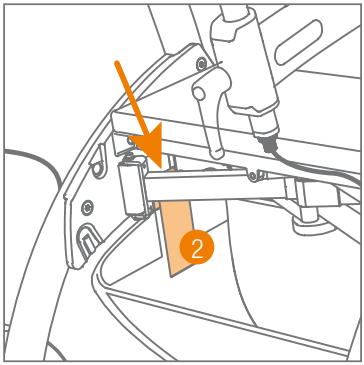

Figure 4: Attach the Velcro loops.
d. Thread a loop through the recess in the plastic side plate, from the outside to the inside. Secure the loop with the Velcro on the inside of the bag. Do the same on the other side **(Figure 4)**.